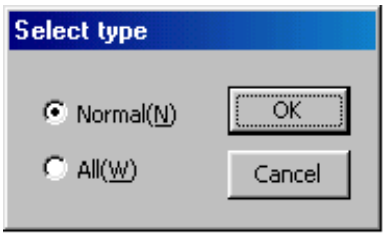

Figure 7.40 "Select type" dialog box
Click *"Upload (U)"* in the "Index Comp" menu to display the "Select type" dialog box (see Figure 7.40).